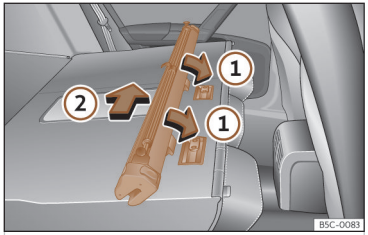

Abb. 183 Einbau des Trennnetzes an den Rücksitzlehnen
- Ordnen Sie die Schale des Netzes in der Unterseite der Stützschienen in Pfeilrichtung an ››› **(Abb. 183)** ①.
- Drücken Sie die Schale nach links vom Fahrzeug in Pfeilrichtung ››› **(Abb. 183)** ② und bis zum Anschlag.
- Ziehen Sie am Gehäuse des Netzes ca. 5 cm gegen die Pfeilrichtung ››› **(Abb. 183)** ②.
- Nehmen Sie den Einsatz des Trennnetzes aus den Halteschienen, indem Sie entgegen der Pfeilrichtung ziehen ››› **(Abb. 183)** ①.